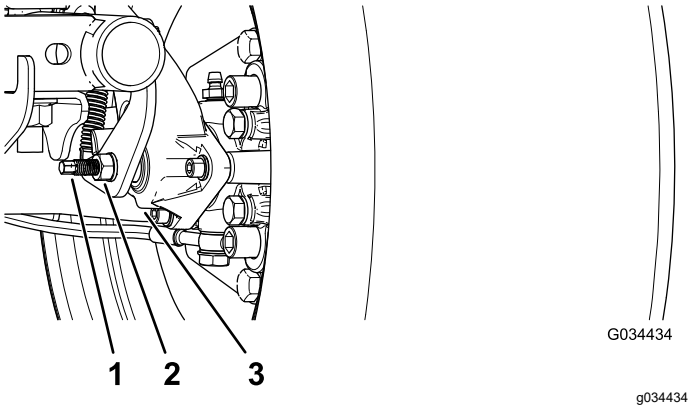

Figuur 64
3. Gebruik 2 sleutels en houd met de ene de afstelstang van de klauw vast terwijl u met de andere sleutel de contramoer een kwartslag losdraait (Figuur 64).
4. Hou de afstelstang en de contramoer vast en draai de afstelstang in om deze te bevestigen (Figuur 64).
5. Hou de afstelstang en de contramoer vast en draai een kwartslag los (Figuur 64).
6. Hou de afstelstang en de contramoer vast en draai de contramoer aan (Figuur 64).